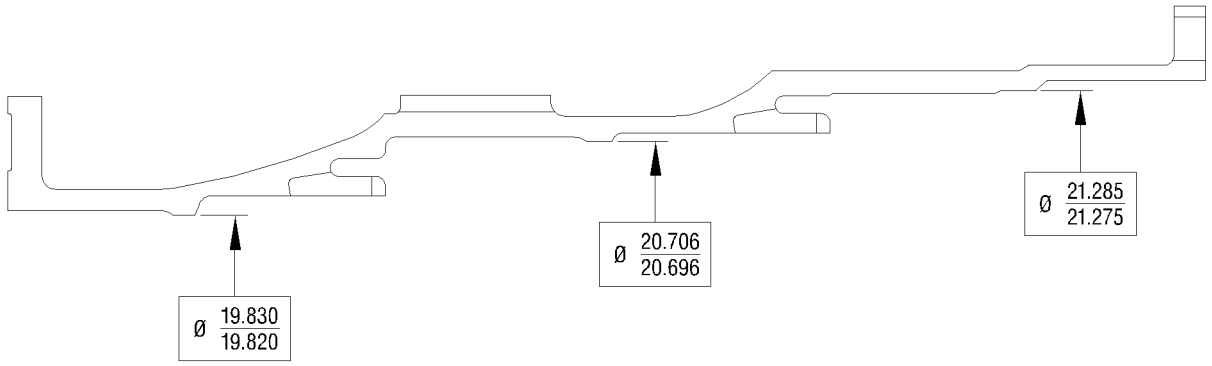

Figure 4. Turbine Vane Case Serviceable Limits
f. Reject vane casings that do not conform to serviceable limits as shown in figure 4.